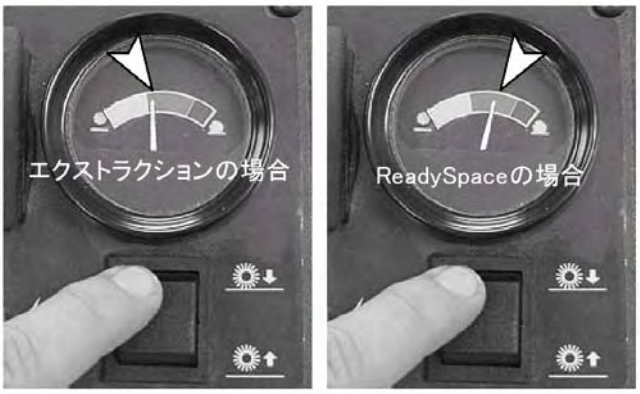

図９
4. ブラシ圧スイッチを押して、ブラシ圧メーターが緑色のゾーンを指すように調節してください。より良い清掃を行うためには、ブラシ圧メーターを下図のようにします。（図９）